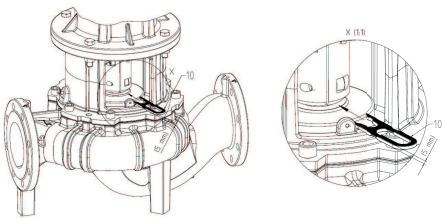

Fig. 47: Asennushaarukan asettaminen paikalleen
10. Työnnä asennushaarukka (Fig. 47) tiivistelaipan ja kytkimen väliin. Asennushaarukan täytyy istua ilman välyksiä.